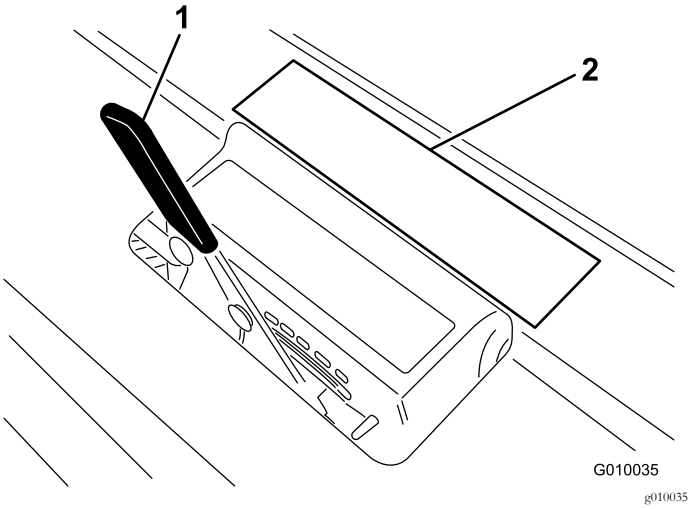

**Figur 27**
3. Legg pipen i pipedybdemerket (Figur 27) med én ende stilt opp med den ønskede luftedybden (se pipeoverlegget på merket).